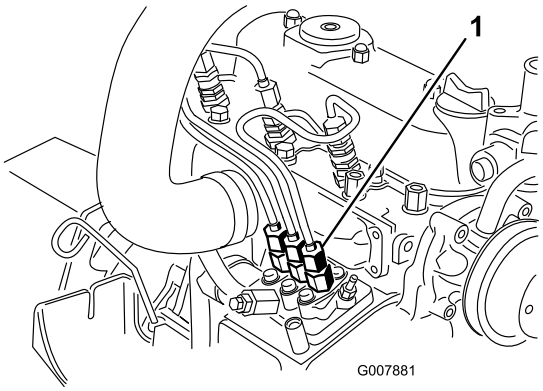

Figuur 41
1. Leg een doek onder de leidingconnector vanaf de injectiepomp naar verstuiver nr. 1 zoals wordt getoond in Figuur 41.